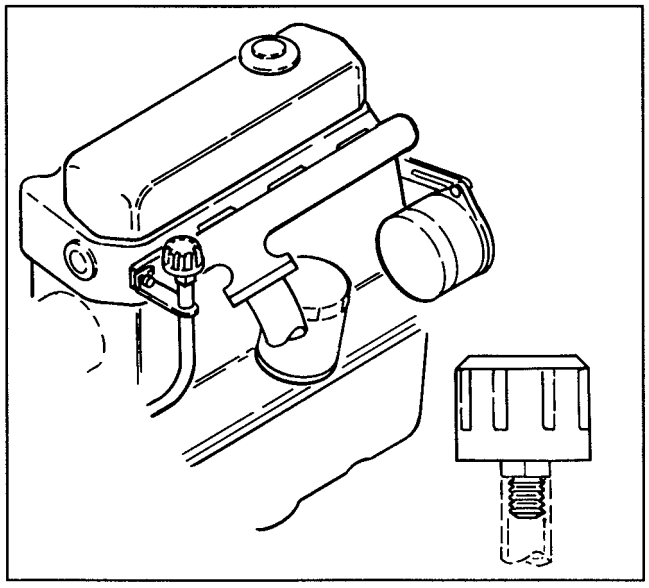

Figure 41
2. Clean around the breather and unscrew it with a wrench (Fig. 41). Install new breather.